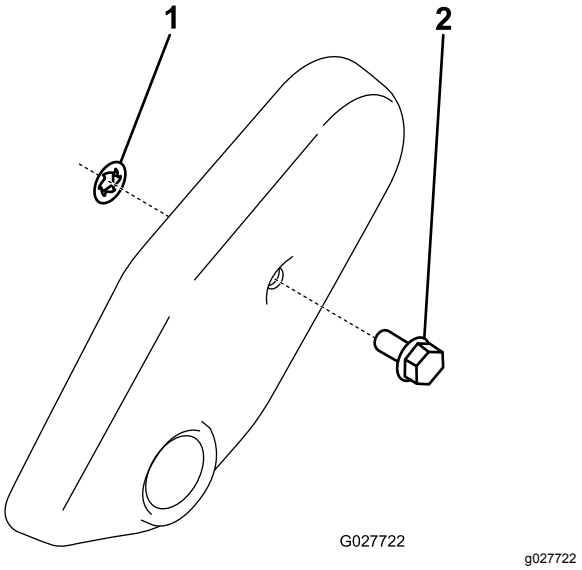

Figur 7
2. Skyv låseskiven på pluggen for remdekslet (Figur 7).